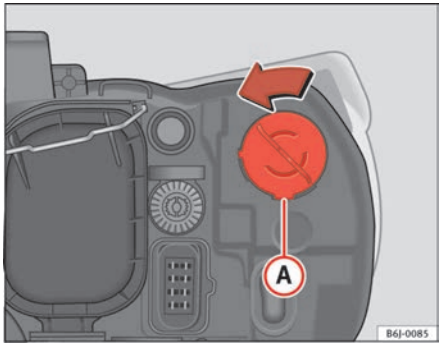

Fig. 132 Indicator light
– Rotate the bulb holder ⇒ fig. 132 (A) to the left and pull.